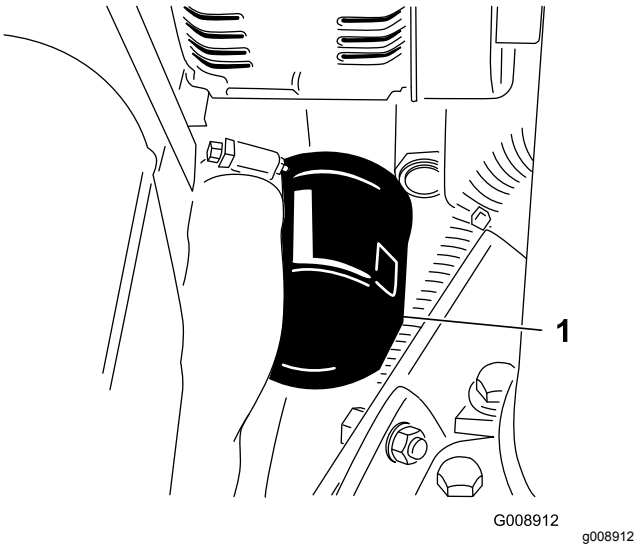

Figur 64
2. Fjern oliefilteret (Figur 64).